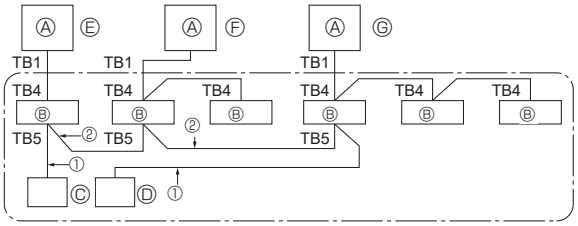

Fig. 9-1
9. Contrôle du système (Fig. 9-1)